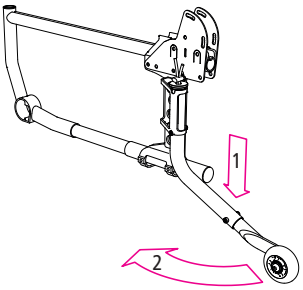

fig. 21
1. Spingere la ruota antiribaltamento con la mano verso il basso (1, fig. 21)
2. Ora è possibile ruotare verso la ruota antiribaltamento verso l'interno (2, fig. 21).